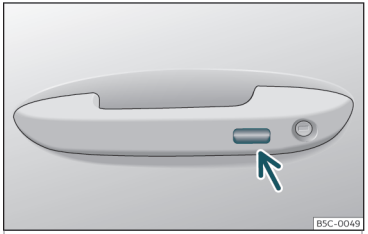

Fig. 84 Manecilla de la puerta: superficie sensora.
- **O BIEN** mediante el sistema Keyless Access* (sólo cierre): Mantenga un dedo durante algunos segundos sobre la superficie sensora de bloqueo››› **fig. 84** (flecha) de la manecilla de la puerta para que se cierren las ventanillas y el techo*. Si deja de tocar la superficie sensora se interrumpe la función de cierre.
- Mantenga un dedo durante algunos segundos sobre la superficie sensora de bloqueo ››› **fig. 84** (flecha) de la manecilla de la puerta para que se cierre el techo. Si deja de tocar la superficie sensora se interrumpe la función de cierre.